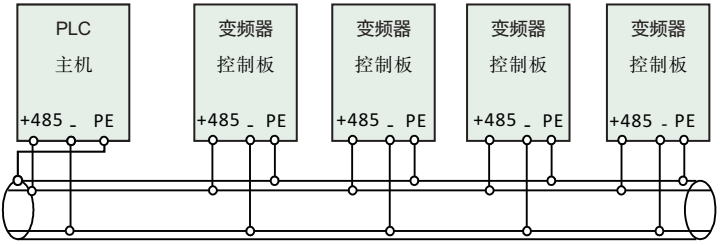
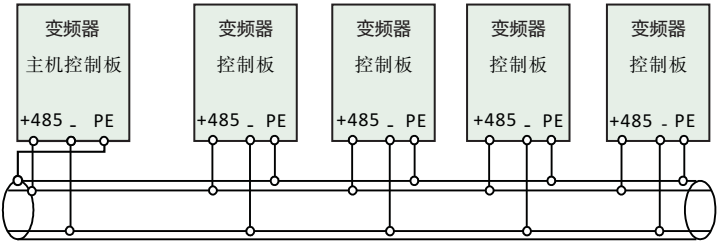

图3-12 PLC与变频器多机通信时的接线图（变频器、电机全部良好接地）
图3-13 变频器多机通信时的接线图（变频器、电机全部良好接地）
③ 多台变频器可通过RS485连接在一起，由PLC（或上位机）作主机控制，如图3-12所示，也可以其中一台变频器作主机，其它变频器作从机，如图3-13所示。随着连接台数的增加，通讯系统越容易受到干扰，建议按如下方式接线：